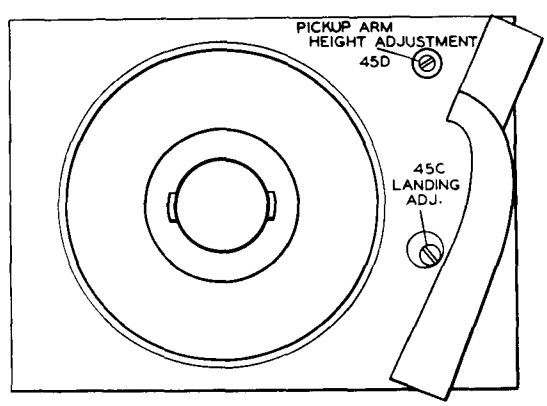

Figure 42—Height and Landing Adjustment Studs.
1. After the tripping adjustment has been made as described above, turn the eccentric landing adjustment stud (45C) so that the sapphire will set down on the record half-way between the outer edge and the first music groove. This position is $2\frac{5}{8}$" from the turntable spindle. The location of the adjustment stud is illustrated in Figure 42.
Set the mechanism in cycle. Turn the turntable by hand, until the pickup arm has reached its maximum height. By means of a screwdriver turn the height adjustment stud (45D) until the distance between the top of the turntable and the sapphire point is $\frac{3}{4}$". Use that position of the eccentric stud which causes the pickup arm to rise during clockwise adjustment of the stud. The location of the adjusting stud is illustrated in Figure 42.